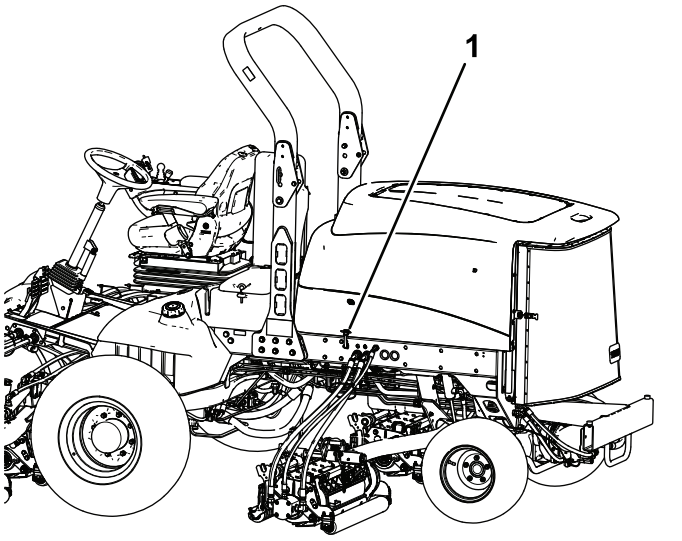

**Рисунок 4**
1. Освободите защелку капота из кронштейна (Рисунок 4).